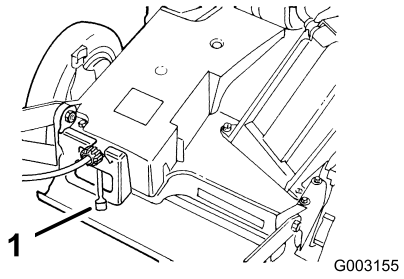

Figuur 14
4. Zet de rijsnelheidshendel in de neutraalstand (N) (Figuur 14).
De maaimachine heeft 3 rijsnelheden. 1 is langzaam, 2 is medium en 3 is snel. De rijsnelheidshendel bevindt zich aan de achterzijde van de drijfriemkap (Figuur 14).